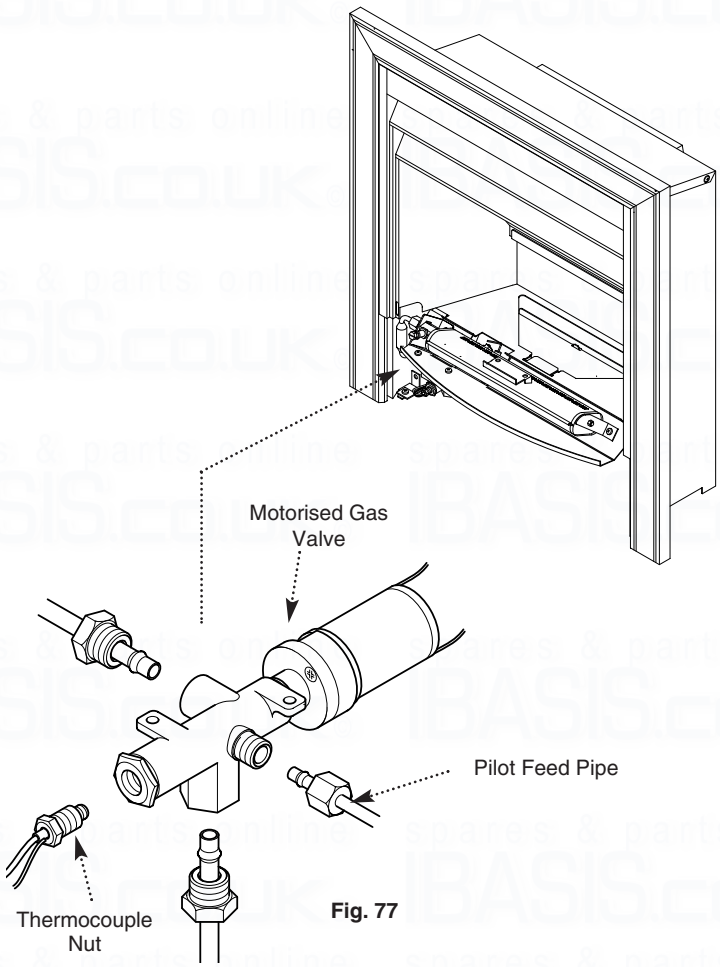

Fig. 77
10.5 Motorised Gas Valve (Fig. 77)